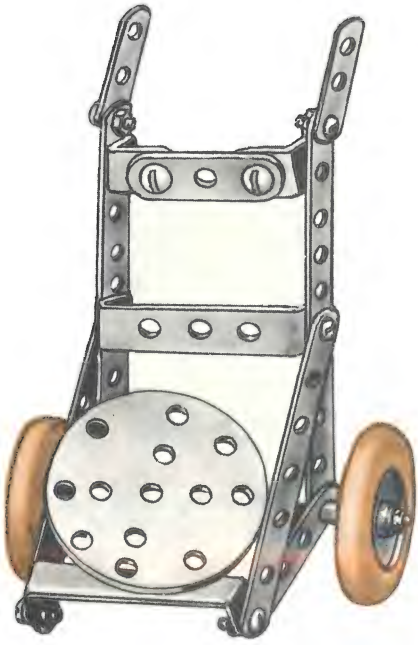

Рисунок 17. Двухколёсная тележка.
1. Внимательно изучить рисунок и определить части и детали изделия (рисунок 17).